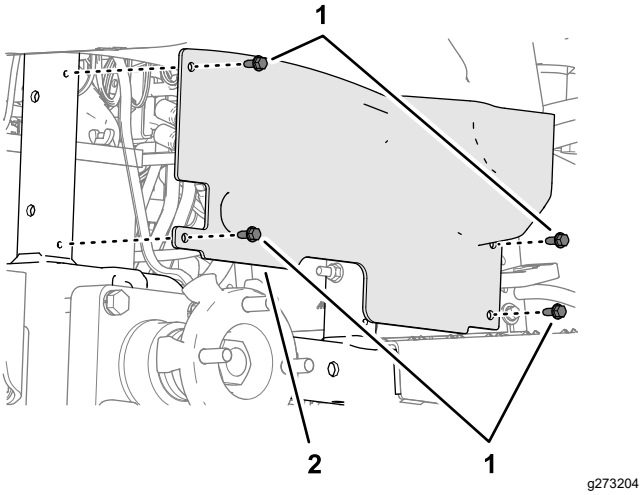

**Figur 31**
3. Fjern de 4 flangehovedmaskinskruer (¼" x ⅝"), der fastgør hjulafskærmningen til maskinstellet (Figur 31).
6. Ret hullerne i hjulafskærmningen ind efter maskinstellet (Figur 31), og fastgør afskærmningen til stellet med de 4 flangehovedmaskinskruer (¼" x ⅝"), som du fjernede i trin 3.